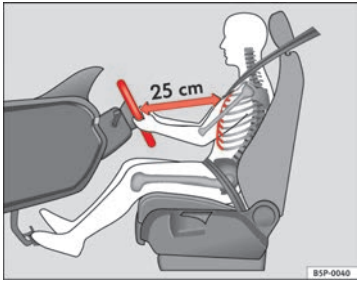

Fig. 1 La distanza corretta tra il conducente e il volante
– Regolare la posizione del volante in modo tale che la distanza tra il volante stesso e il torace sia di almeno 25 cm ⇒ fig. 1.
- **Posizionare il sedile di guida in modo tale che tra lo sterno del conducente e il centro del volante ci sia una distanza di almeno 25 cm ⇒ fig. 1. Se si sta seduti a meno di 25 centimetri di distanza non si può essere protetti con adeguata efficacia dal sistema degli airbag.**